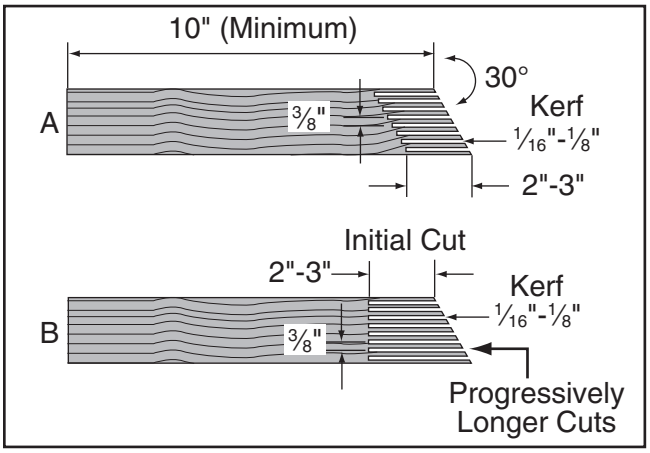

Figure 54. Patterns for featherboards (top view shown).
3. Make a series of end cuts with the grain ⅜"–¼" apart and 2"–3" long, as shown in **Figure 54 (A)**. Alternatively, start cuts at 2"-3" deep, then make them progressively deeper, as shown in **Figure 54 (B)**.